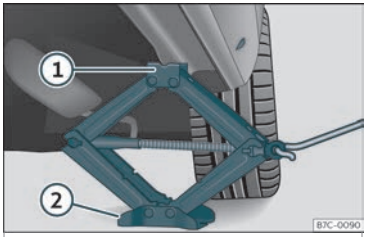

Abb. 39 Längsholm: Wagenheber ansetzen.
- Drehen Sie die Kurbel des unter dem Aufnahmepunkt des Längsträgers befindlichen Wagenhebers*, bis sich die Nase ① ››› **Abb. 39** unter der vorgesehenen Einführung befindet.
- Richten Sie den Wagenheber* so aus, dass sein Aufnahmehorn ① in die dafür vorgesehene Aufnahme am Längsträger „greift“ und die bewegliche Grundplatte ② plan auf dem Boden aufliegt. Die Bodenplatte ② muss sich dabei senkrecht unter dem Aufnahmepunkt ① befinden.